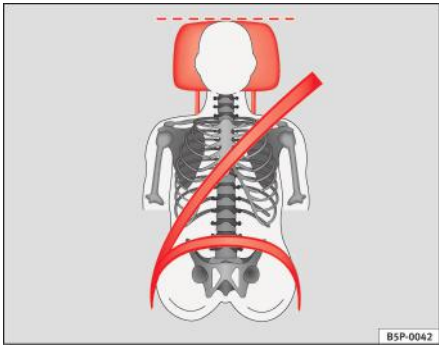
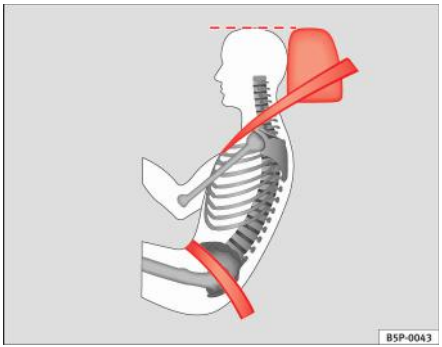

Fig. 3 Tetiera corect reglată văzută din față
Fig. 4 Tetiera corect reglată văzută din lateral
– Reglați tetiera astfel încât marginea superioară a acesteia să se afle la acelaşi nivel cu creştetul sau cât mai aproape posibil de acest nivel şi cel mai jos la nivelul ochilor. ⇒ fig. 3 şi ⇒ fig. 4